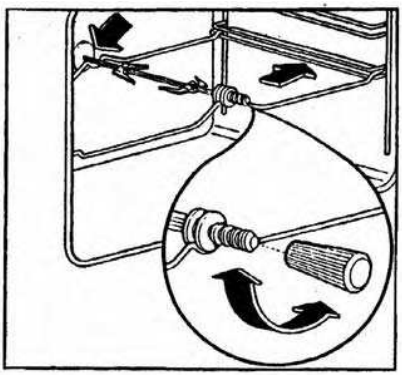

Fig. 2
Come usare il girarrosto (dove previsto) - Fig. 2
F) A cottura terminata, avvitare l'impugnatura dello spiedo ed estrarlo dal forno. (Fig. 2)